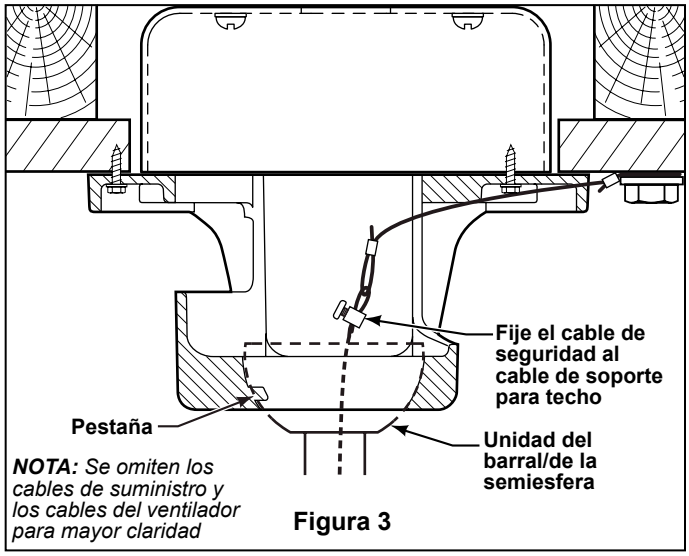

Figura 3
4. Con cuidado, levante el ventilador y apoye la unidad del barral/de la semiesfera en el soporte de suspensión que acaba de fijar a la viga del techo. Asegúrese de que la ranura en la semiesfera esté alineada con la pestaña del soporte de suspensión. (Figura 3)
5. Fije el cable de seguridad al cable de soporte para techo. Deslice la abrazadera de cables por el cable de seguridad (del ventilador). Pase el extremo del cable a través del aro que forma el cable de soporte para techo. Tire lo más posible del cable a través del aro. Inserte el extremo del cable en el orificio de la abrazadera y ajuste firmemente el tornillo (Figura 3). Corte el exceso de cable de seguridad.